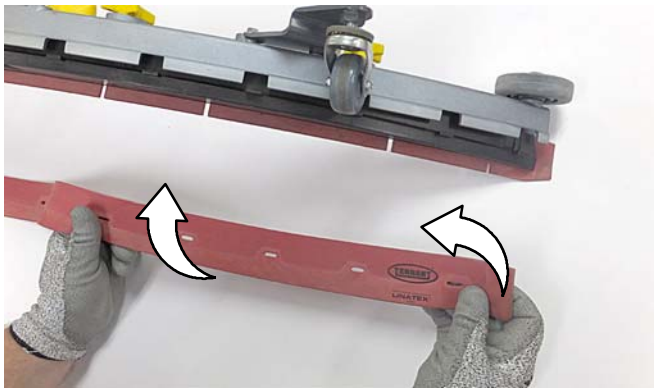

図　87
4. リヤブレードを新しい拭き取りエッジの位置に入れ替え、ブレードをもう一度取り付けます（図87）。